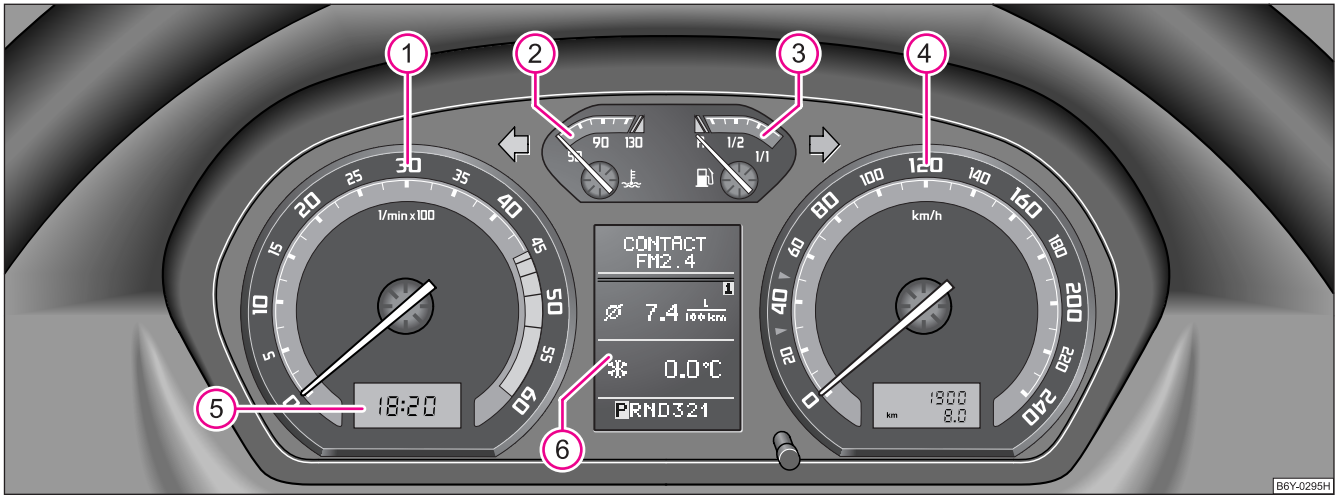

Fig. 2 Tabloul de instrumente
Începutul zonei roşii a turometrului (1) ⇒ pagina 13, fig. 2 reprezintă pentru toate treptele de viteză turația maximă admisă a motorului în regim normal de funcționare. Înainte de atingerea acestei zone trebuie să selectați treapta de viteză imediat superioară sau poziția **D** a cutiei de viteze automate.
Indicatorul temperaturii lichidului de răcire (2) ⇒ pagina 13, fig. 2 funcționează numai când contactul motor este pus.
Indicatorul rezervei de carburant (3) ⇒ pagina 13, fig. 2 funcționează numai când contactul motor este pus.
Pentru reglarea orei se găseşte în partea stângă, lângă vitezometru, un buton de reglare ⇒ pagina 13, fig. 2.